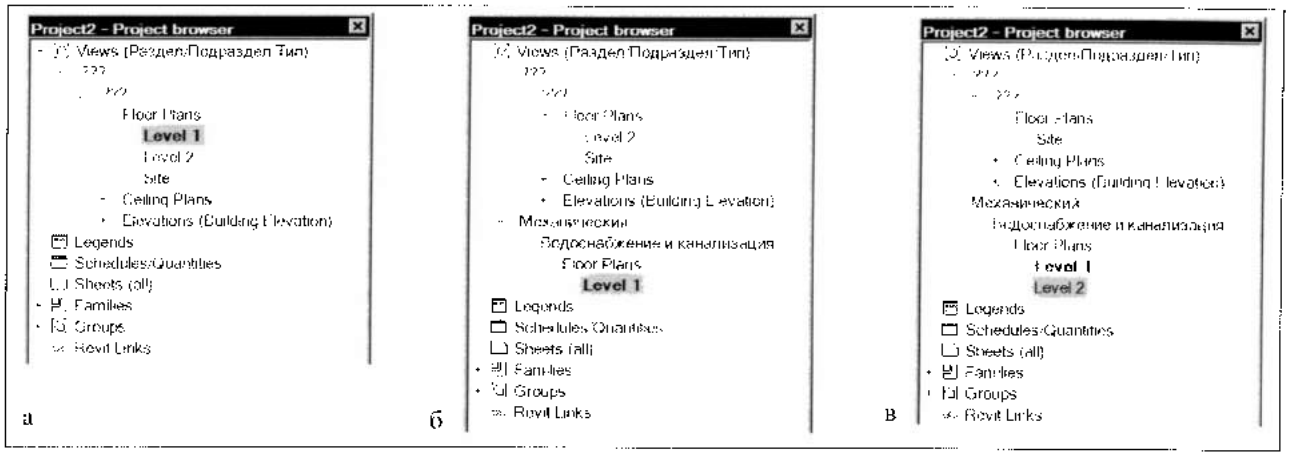

Рис. 2.18. *Создание пользовательской организации видов*
9. Установить флажок для новой организации видов *Раздел/Подраздел/Тип* и нажать OK. В Навигаторе проекта установится организация видов, как показано на рис. 2.18,а.
11. В открывшемся боксе **Instance Properties** ввести в разделе **Graphics** для параметра **Раздел** значение *Механический*, а для параметра **Подраздел** значение *Водоснабжение и канализация* (рис. 2.18,б)
12. Повторить пункты 11 и 12 на планах этажей для вида *Level 1*. В пункте 12 при этом достаточно выбрать, а не вводить заново нужные значения (рис. 2.18,в).